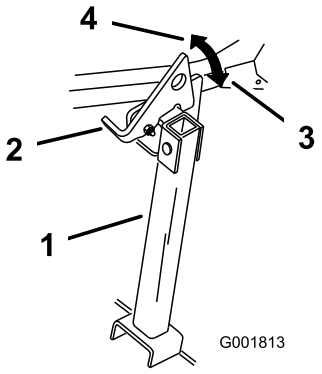

**Figuur 42**
2. Zet de vergrendeling omhoog in de ontgrendelde stand (Figuur 42).